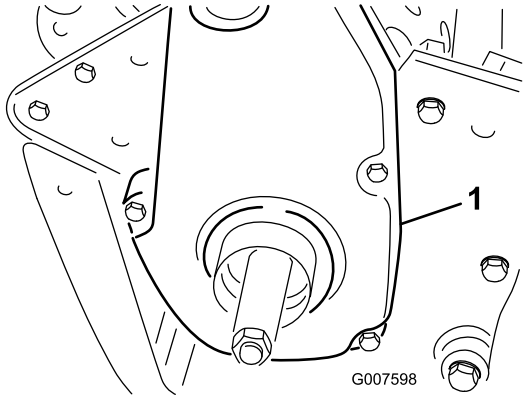

Figur 30
1. Ta bort fästskruvarna på remkåpan och sedan remkåpan så att remmen blir synlig (Figur 30).